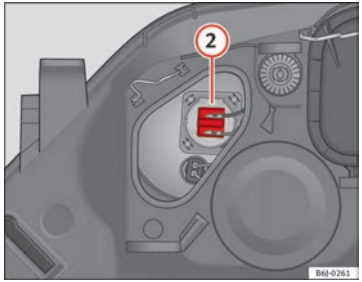

Fig. 164 Main beam headlights
– Remove connector ⇒ Fig. 164 (2) by pulling outward.